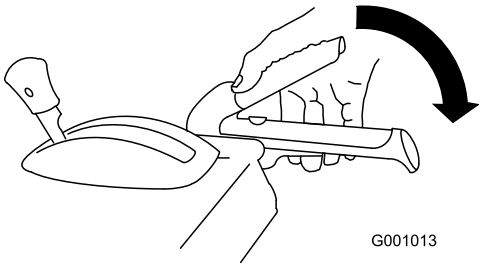

Bild 37
2. Kuppeln Sie den Räumwerk-/Impellerhebel ein und halten ihn fest (Bild 37).